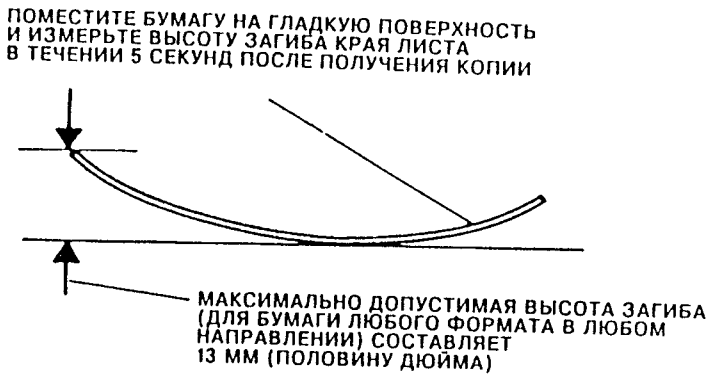

Рис. 1 Чрезмерный загиб края бумаги.
- Чрезмерный загиб края бумаги (смотрите Рис. 1)